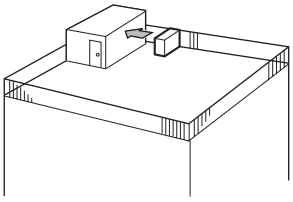

Fig. 2-3
① Positionner la sortie d'air vers le mur le plus proche et à environ 500 mm, 19-11/16 inch de celui-ci. (Fig. 2-3)